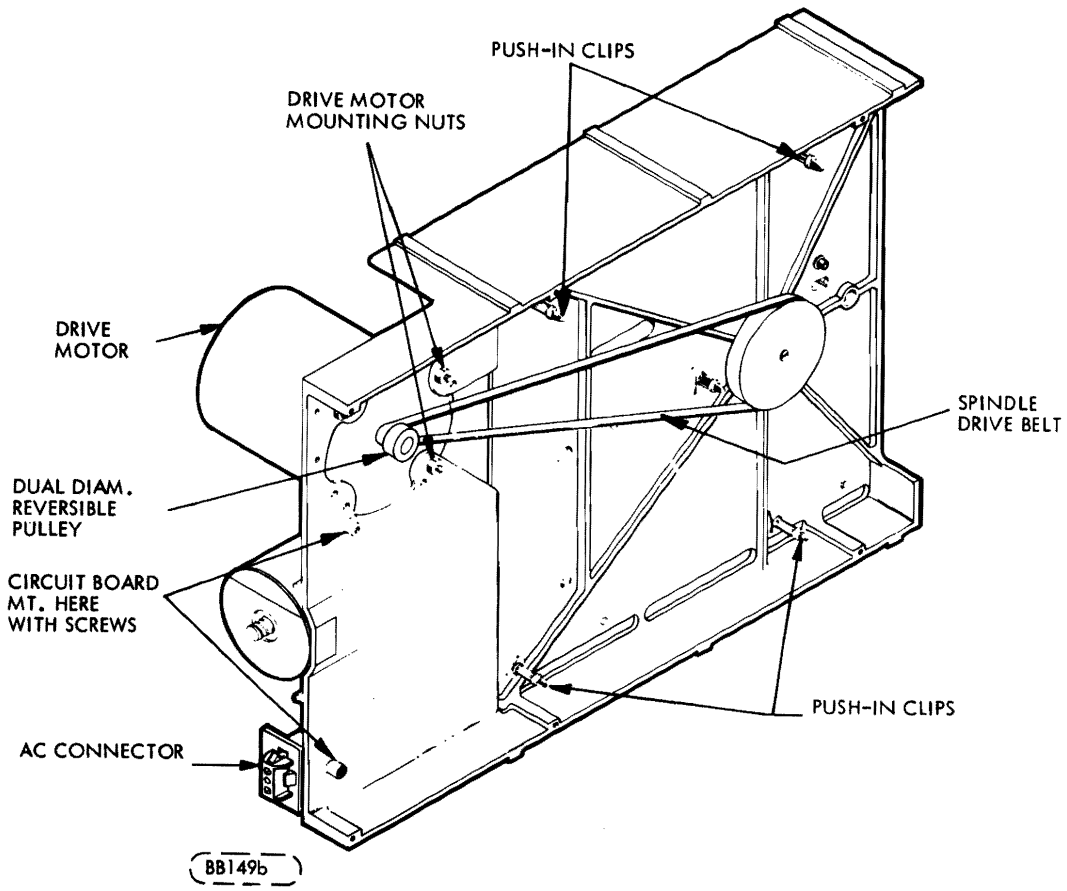

Figure 6-12. Base Casting Assembly
c. Remove two screws from printed circuit board adjacent to connector J1 (Figure 6-12).
d. Remove PWA by detatching it from the four push-in clips shown in Figure 6-12.
c. Remove AC connector from bracket. (Figure 6-12)
d. Remove spindle drive belt (Figure 6-12)
e. Remove three (3) nuts securing drive motor (Figure 6-12)
This procedure is to be used to convert the FDD unit from 60 Hz operation to 50 Hz operation or vice versa.. This is accomplished by reversing the dual diameter reversible pulley on the spindle motor shaft (Figure 6-12) using the following steps: